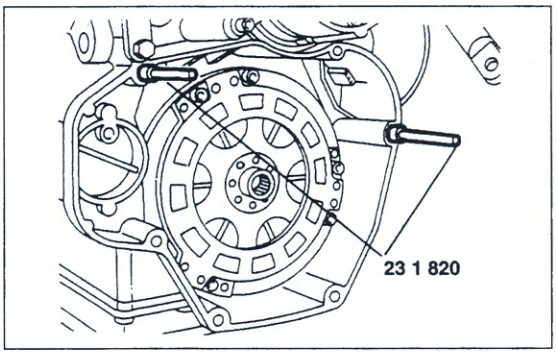

Bild 167
- Führungsdorne in Bohrungen mit Passhülse eindrehen (Bild 167).